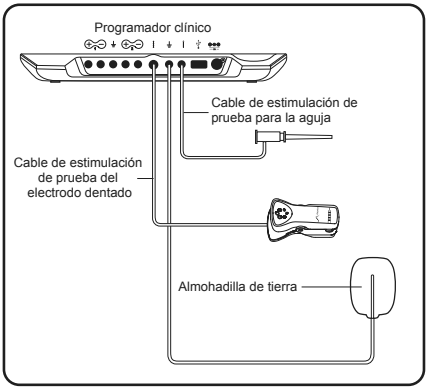

Figura 4. Conexiones del cable con el programador clínico para el procedimiento de implantación del electrodo.
e. Inserte el conector negro en la toma de tierra del PC (⏚) que está junto al cable de estimulación de prueba para la aguja (**Figura 4**).
7. Inserte el conector negro del cable de estimulación de prueba para la aguja en el PC, fuera del campo estéril **(Figura 4**). Mantenga el extremo de la pinza del cable en el campo estéril.
9. Inserte el conector gris del cable de estimulación de prueba para el electrodo dentado en el PC, fuera del campo estéril (**Figura 4**). Mantenga el extremo de la pinza del cable en el campo estéril.